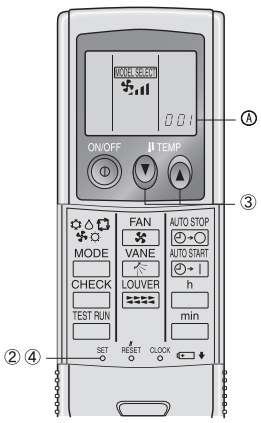

Fig. 6-7
1) Preparación inicial (Fig. 6-7)
① Introduzca las pilas.
② Pulse el botón SET con algún objeto puntiagudo.